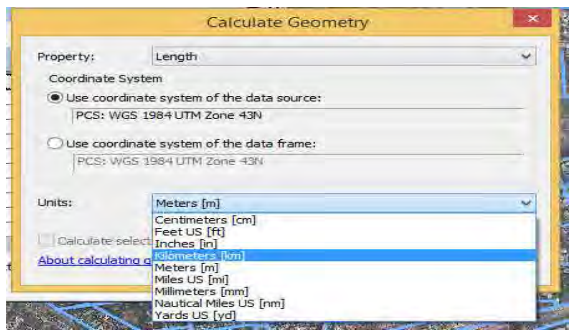

Figure 5.9. Calculate Geometry Window
- Calculate Geometry window is opened as shown in figure 5.9.